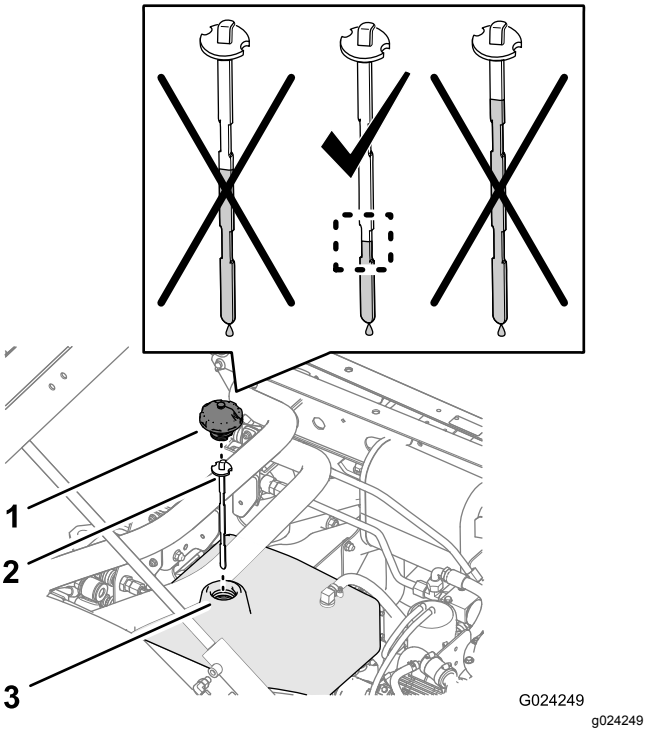
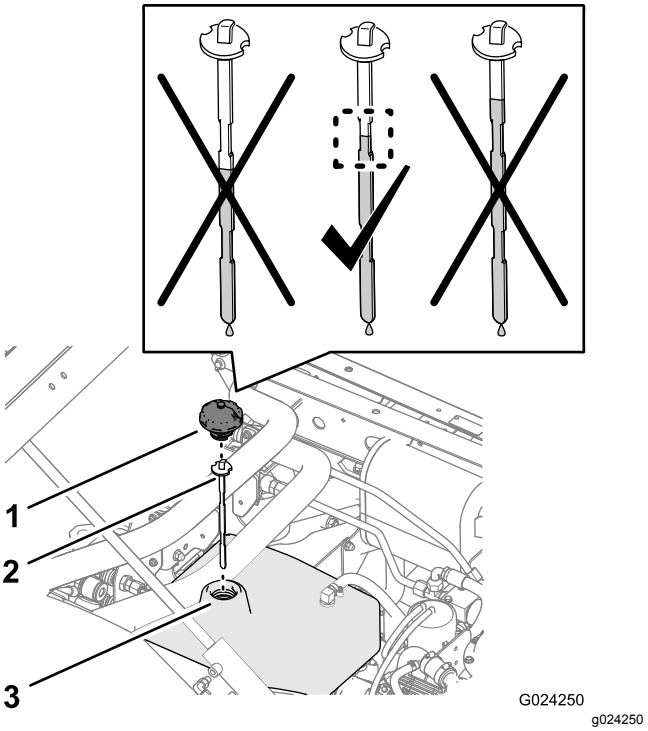

Figur 79
Figur 80
4. Rengør området omkring påfyldningsstudsen og hydraulikbeholderens dæksel (Figur 79 og Figur 80).
5. Fjern dækslet og målepinden fra beholderens påfyldningsstuds, og tør målepinden af med en klud (Figur 79 og Figur 80).
6. Sæt målepinden i påfyldningsstudsen. Fjern den derefter, og kontrollér væskestanden (Figur 79 og Figur 80).
7. Hvis niveauet er lavt, skal den specifikke hydraulikvæske fyldes i beholderen for at hæve niveauet til midterpunktet på fordybningsområdet på målepinden (Figur 79 og Figur 80).
8. Monter målepinden og dækslet til beholderens påfyldningsstuds (Figur 79 og Figur 80).